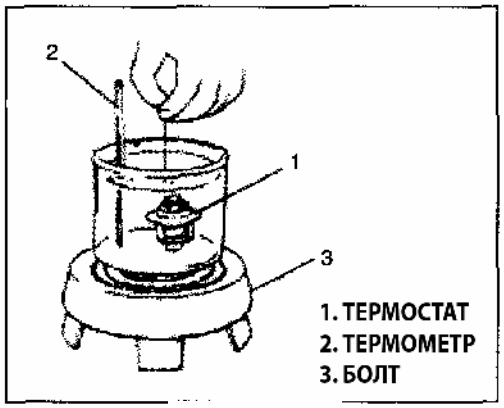

Рис. 283
(1) Поместите термостат в сосуд с водой и постепенно нагрейте (Рис. 283).
(2) Проверьте соответствие температуры начала открывания клапана требуемому значению.
(3) Если температура открывания клапана выше или ниже требуемого значения, замените термостат. Иначе это может стать причиной перегрева или низкой температуры двигателя.